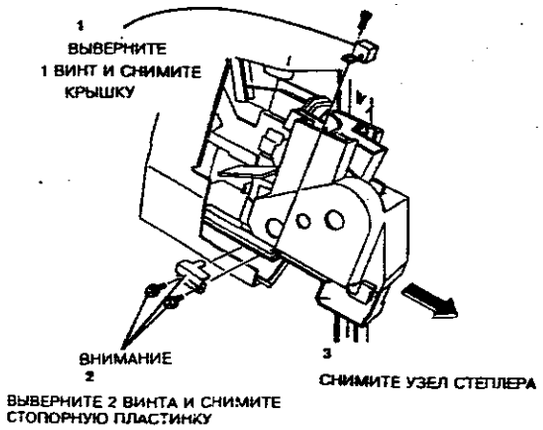

**Рисунок 1. Снятие узла степлера**
2. (Рисунок 1) Снимите узел степлера.